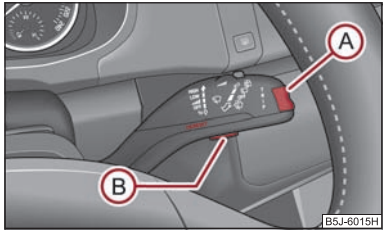

Fig. 20 Indicador multifunción: Elementos de mando
- Pulse la tecla (B) ⇒ fig. 20. En la pantalla informativa* aparecerá **Speed warning 50 km/h (Advert. veloc. 50 km/h)**. Se puede ajustar este valor a uno más alto o más bajo con la yuda de la tecla (A).
- Después de pulsar nuevamente la tecla (B) se almacena el valor.
Si Vd. sobrepasa ahora la velocidad ajustada, en la pantalla aparecerá **Speed 50 km/h exceeded (Velocidad 50 km/h rebasada)**. Este texto se muestra hasta bajar la velocidad por debajo del límite ajustado o desconectar el texto mostrado mediante la tecla (B) ⇒ fig. 20.